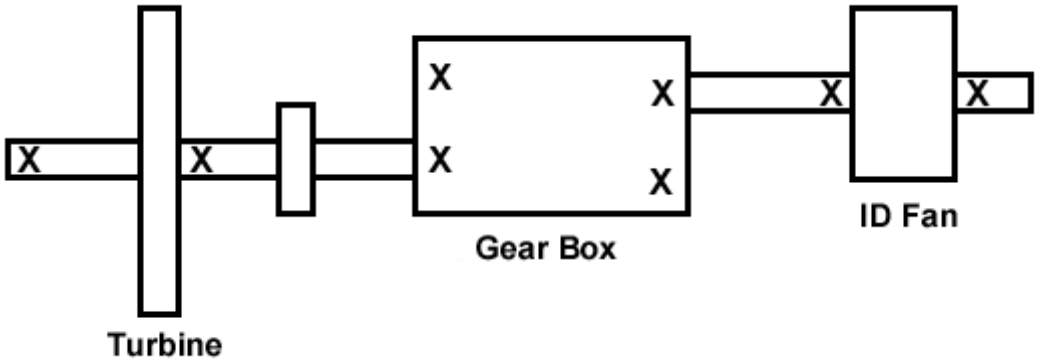

Figure 6
8) Adjacent gearbox accounts for the high frequency data (Figure 6)